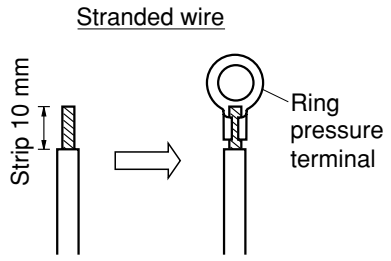

**Fig. 5-5**
(1) Cut the wire end with cutting pliers, then strip the insulation to expose the stranded wiring about 10 mm and tightly twist the wire ends. (Fig. 5-5)
(2) Using a Phillips head screwdriver, remove the terminal screw(s) on the terminal plate.
(3) Using a ring connector fastener or pliers, securely clamp each stripped wire end with a ring pressure terminal.